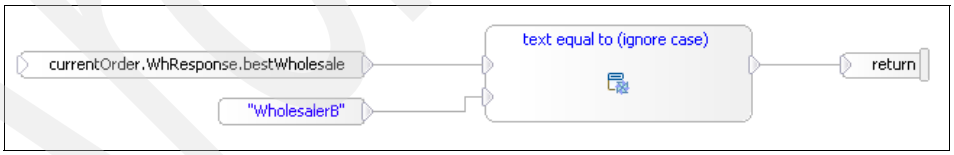

Figure 10-43 Choose Best Wholesaler choice case Wholesaler B
b. Refer to Figure 10-43 to create the Wholesaler B case.